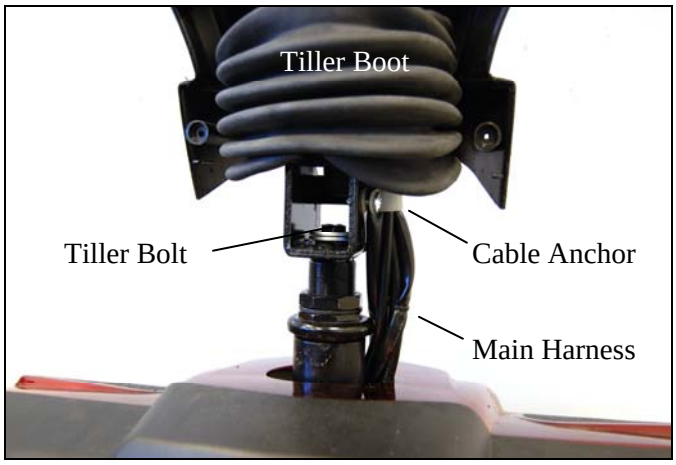

Figure 21. Tiller Removal
5) Lift the rubber tiller boot to access the main harness anchor and the tiller bolt. See figure 21.
8) Disconnect the (4) head light wires underneath the front shroud.